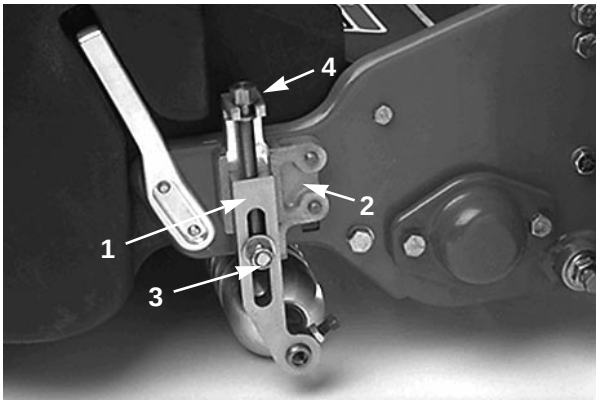

Figure 6
2. Desserrer les contre-écrous qui fixent les supports de hauteur de coupe aux plaques latérales (Fig. 6).